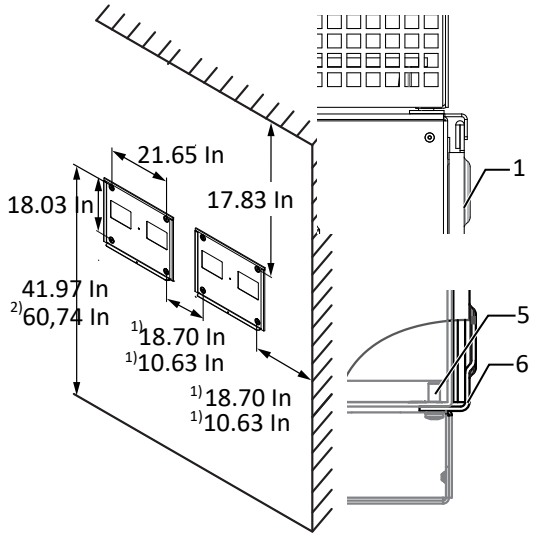

Fig. 12: Wall mounting
- Minimum clearances to be observed during installation: [See figure 12 [Page 19]
2. Fit the device onto the upper mount by means of the mounting bracket. Fit the device onto the lower mounting bracket in full so that the device sits flush with its rear side on the mount. ([See figure 12 [▶ Page 19]).